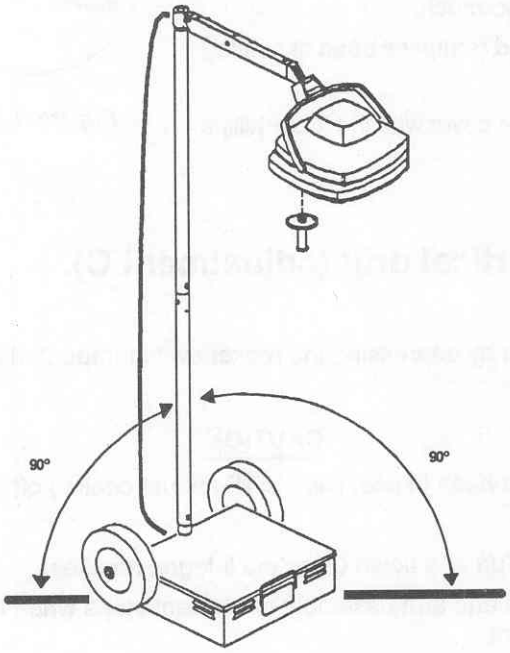

Figure 3-15. Surgical light adjustment.
(3) Move the lighthead and arm assembly in its rotational arc using the integral handles.
(4) Determine that lighthead and arm assembly movement stops when the integral handles are released at any point in its rotation.
(5) Go to the necessary adjustment step, if required.
b. Adjustment step (fig 3-15).
(1) Ensure that the base assembly is setting on a flat surface.